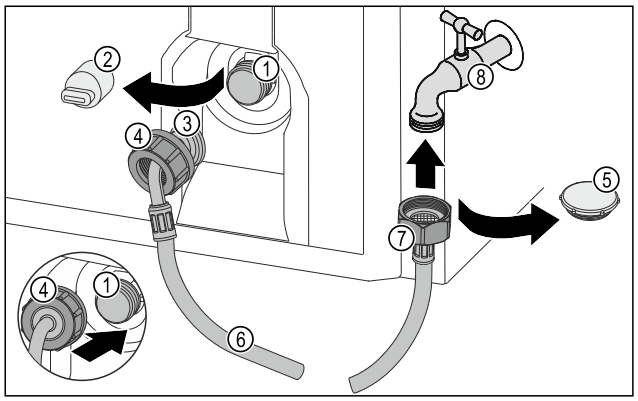

Fig. 74
- ▶ Verschlusskappe *Fig. 74 (5)* entfernen.
- ▶ Gerades Schlauchende *Fig. 74 (7)* am Wasserhahn *Fig. 74 (8)* ansetzen.
- ▶ Mutter am geraden Schlauchende *Fig. 74 (7)* im Uhrzeigersinn festziehen.